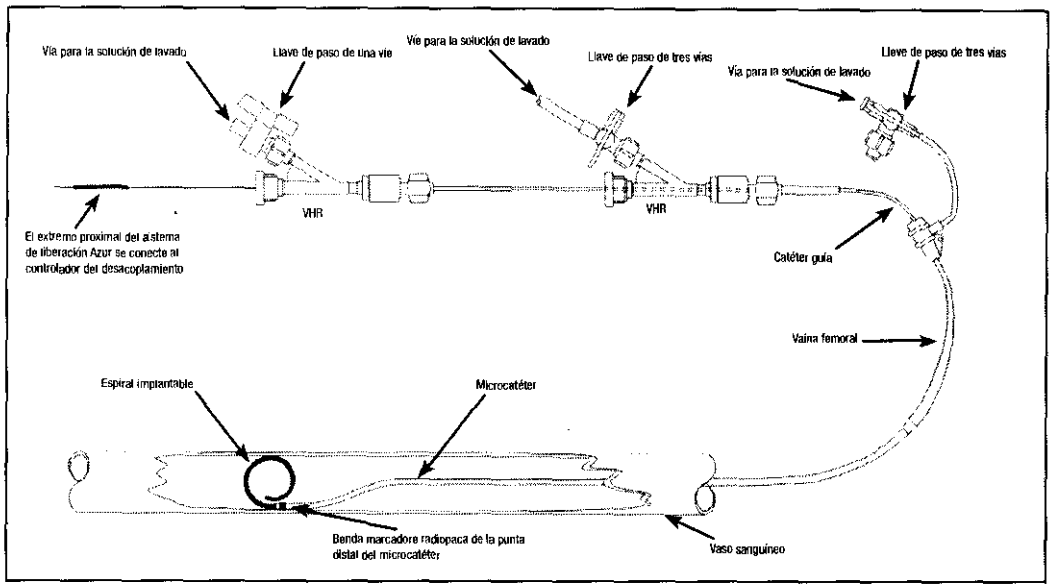

Figura 1 – Diagrama de preparación del sistema Azur
1. Consulte el diagrama de preparación en la figura 1.